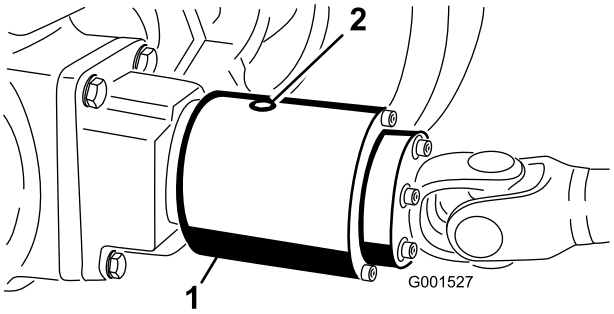

**Figur 28**
2. Drej koblingen (Figur 28), så kontrolproppen (vist i kl. 12-position) står på kl. 4.